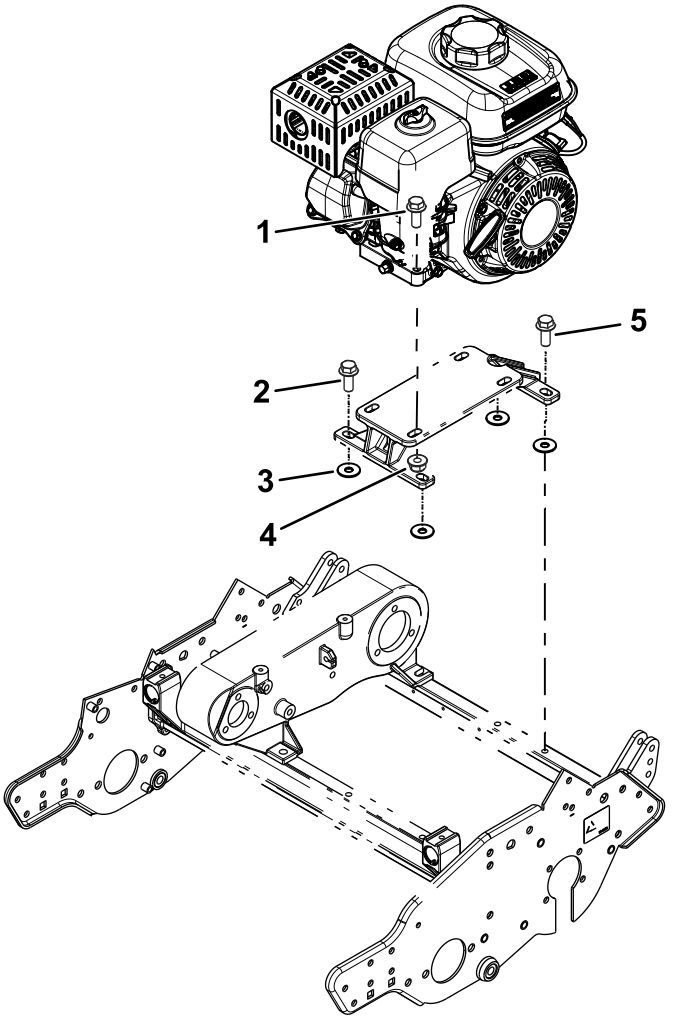

Figura 4
3. Instale o suporte de montagem do motor na máquina com os parafusos previamente removidos e quatro anilhas (⅜ pol. x 1⅛ pol.) como se mostra na Figura 4.
Instale, sem apertar, o parafuso traseiro esquerdo do motor (mostrado na Figura 4).
4. Monte o motor no suporte de montagem do motor utilizando os parafusos e porcas previamente removidos (Figura 4).
8. Retire o parafuso traseiro esquerdo da base do motor (Figura 4) e utilize o parafuso para prender o grampo em R e cabo do acelerador à base do motor.
10. Aperte todos os parafusos de montagem do motor e do suporte de montagem do motor (Figura 4).